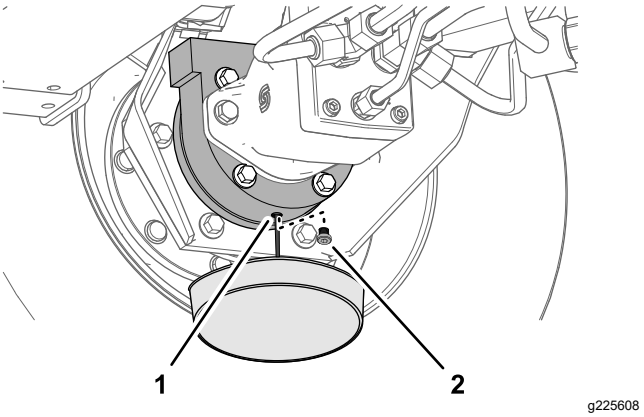

Figur 103
6. Placera ett avtappningskärl under bromshuset, ta bort avtappningspluggen och låt oljan tappas ut helt (Figur 103).